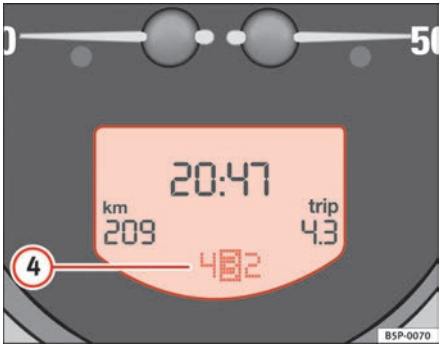

Fig. 37 Detail of the instrument cluster: screen with Tiptronic gear indicator
4. Display for the gears in Tiptronic mode (automatic gearbox)*. The selected gear appears in the display field with a light background ⇒ fig. 37. ■